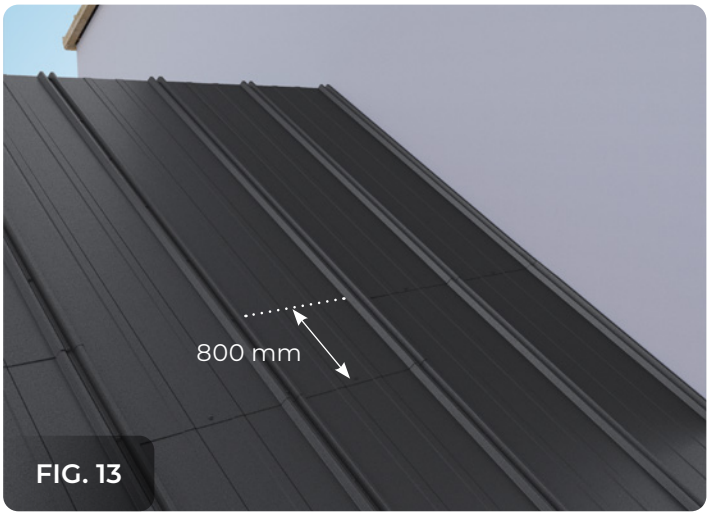

FIG. 13
- La fel ca în cazul panourilor de la streașină, acestea se aliniază cu panourile anterioare și se vor fixa de șipcă cu șuruburi autoforante cu garnitură 4,8x35, în zona de suprapunere, în fiecare spațiu dintre cute, iar în partea inferioară a panoului, în zona dintre cele două cute mici - fig. 12. (vezi observațiile de la montaj panouri RETRO DUO). Intercalarea se face la 800 mm, vezi marcaj - fig. 13.